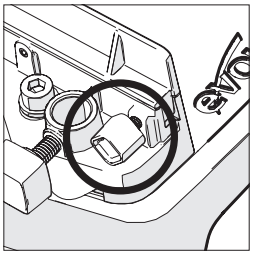

Fig. 5
- Slăbiți șurubul cu cap striat **(Fig. 5)**.